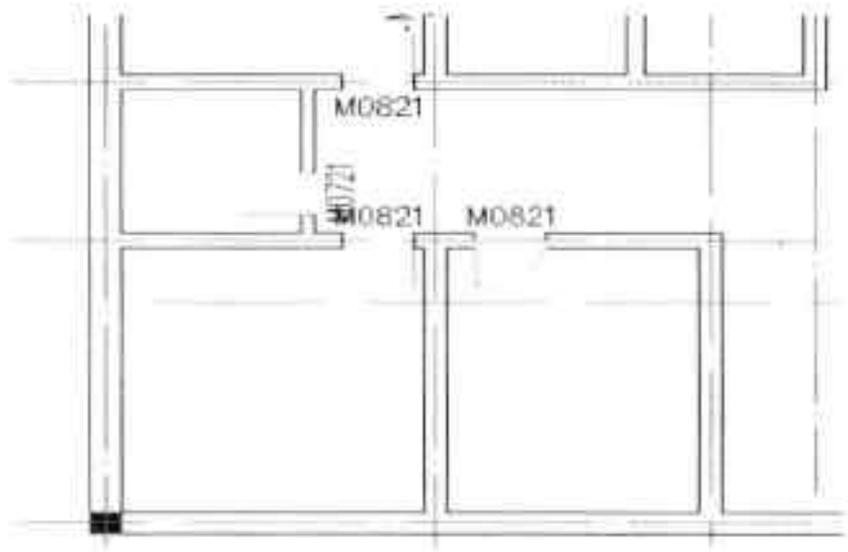

图16-147 绘制卫生间门图块
Step30 执行“门窗”命令，在“门”对话框中，对卫生间门参数进行设置，设置完以后将其插入至墙体合适位置，如图 16-147 所示。